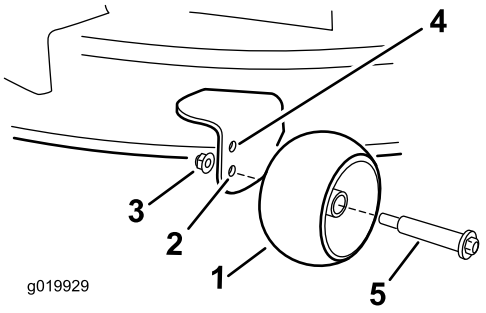

Figure 23
- Upper hole—use this position with the mower deck in the 63mm (2-1/2 inches) and below height-of-cut positions (Figure 23).
- Lower hole—use this position with the mower deck in the 76mm (3 inches) and above height-of-cut positions (Figure 23).